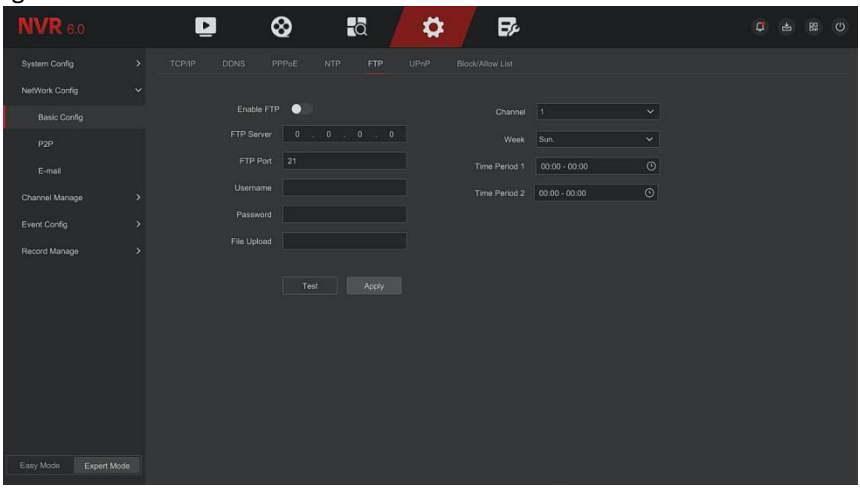

Figure 5-68
Step 1: On the main menu page, click "Config → Expert Mode → Network Config → Basic Config → FTP" to enterthe FTP interface, as shown in Figure 5-68.